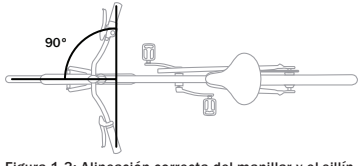

Figura 1.3: Alineación correcta del manillar y el sillín.
• Comprueba que el manillar forme un ángulo de 90 grados con la rueda (Figura 1.3).
• Comprueba que el sillín esté alineado con el centro de la bicicleta (Figura 1.3).